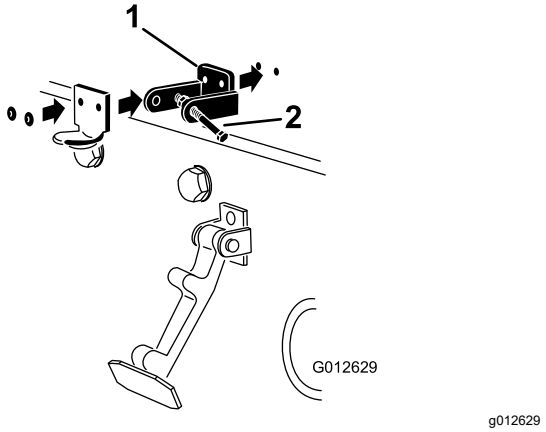

Figura 8
4. Ao alinhar os furos de montagem, posicione o suporte do trinco CE e o suporte do trinco do capot no capot (Figura 8).
6. Aplique rebites nos suportes e nas anilhas ao capot (Figura 8).